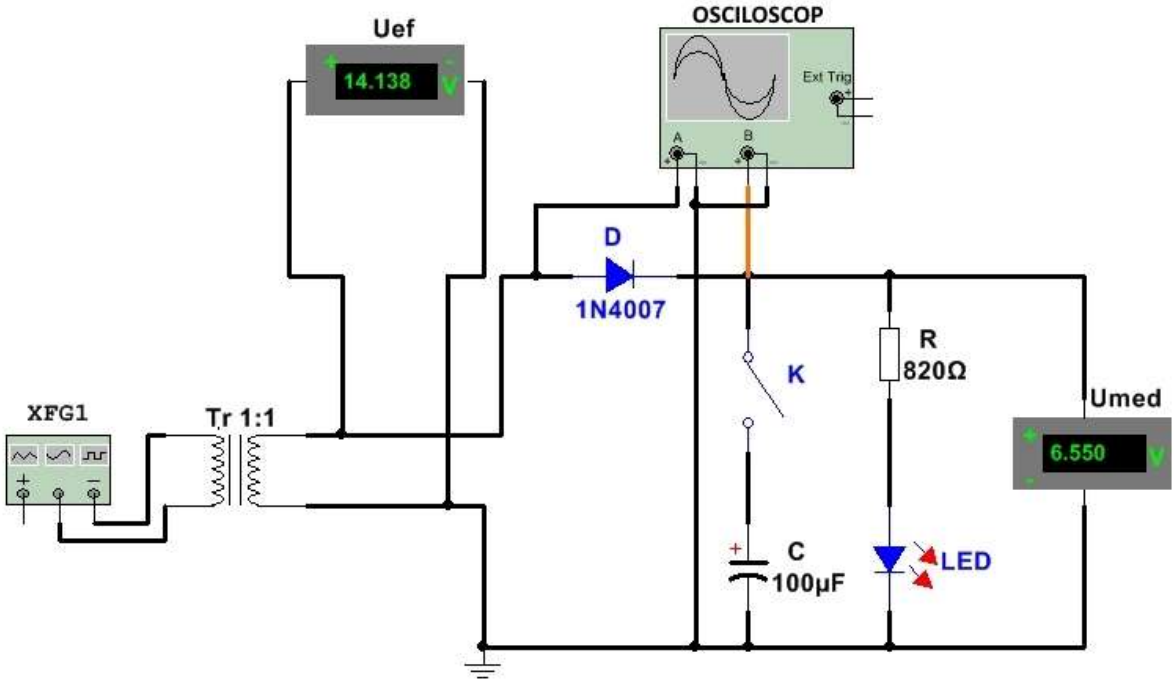

Figura 4.8 Schema redresorului mono-alternanță realizată cu simulatorul
1. Se realizează cu simulatorul schema redresorului mono-alternanță din **figura 4.8**;